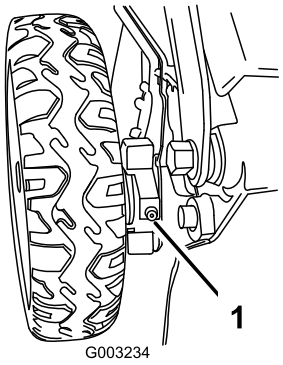

Figuur 41
1. Veeg de smeernippels aan de binnenkant van de achterwielen af met een schone doek (Figuur 41).